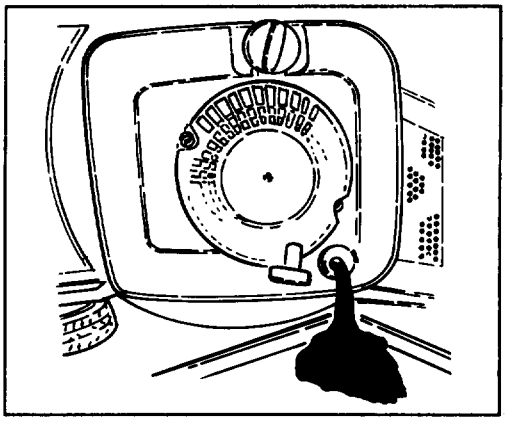

Figure 18
3. Remove dipstick. Tip mower on its left side and empty all oil into drain pan (Fig. 18). Tip mower down and up a few times to ensure oil drains completely.